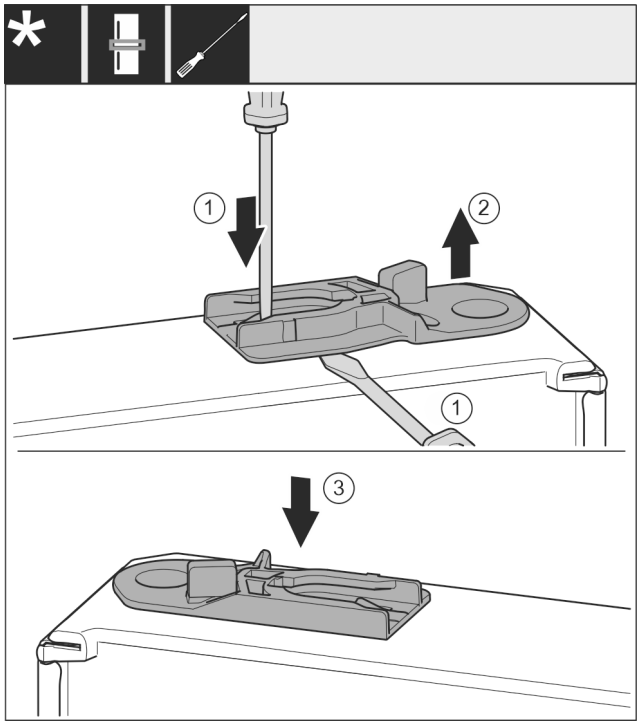

*Fig. 53 **
- ▶ Vytáhněte vodicí pouzdro: Stiskněte jazýček *Fig. 53 (1)* šroubovákem a současně plochým šroubovákem zajeďte pod vodicí pouzdro *Fig. 53 (2)*.*
- ▶ Vodicí pouzdro *Fig. 53 (3)* přiložené v příslušenství zasuňte na druhé straně pláště.*